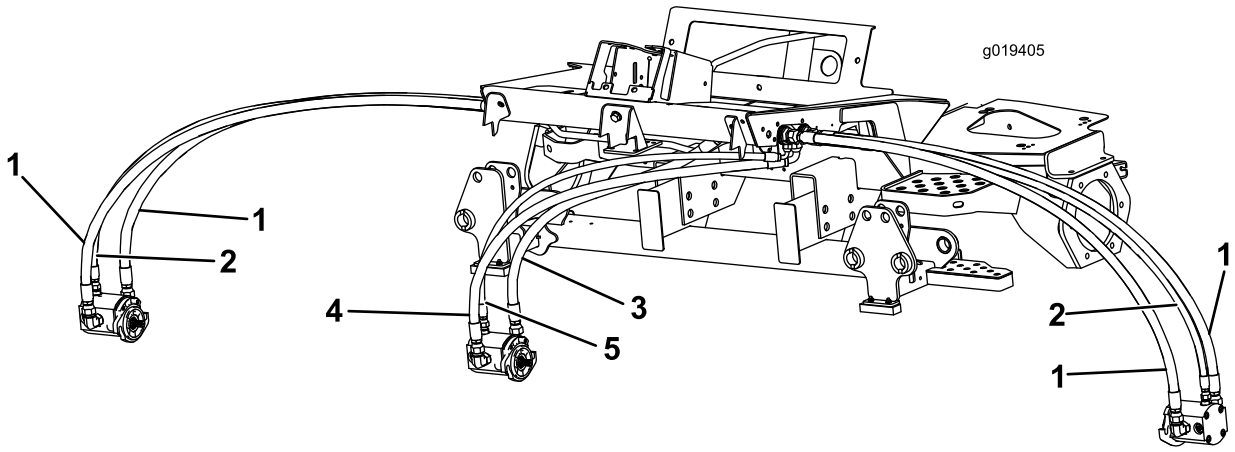

Figure 1
2. Déposez et remplacez les flexibles du plateau de coupe avant. La référence de chaque nouveau flexible est montrée à la Figure 1.